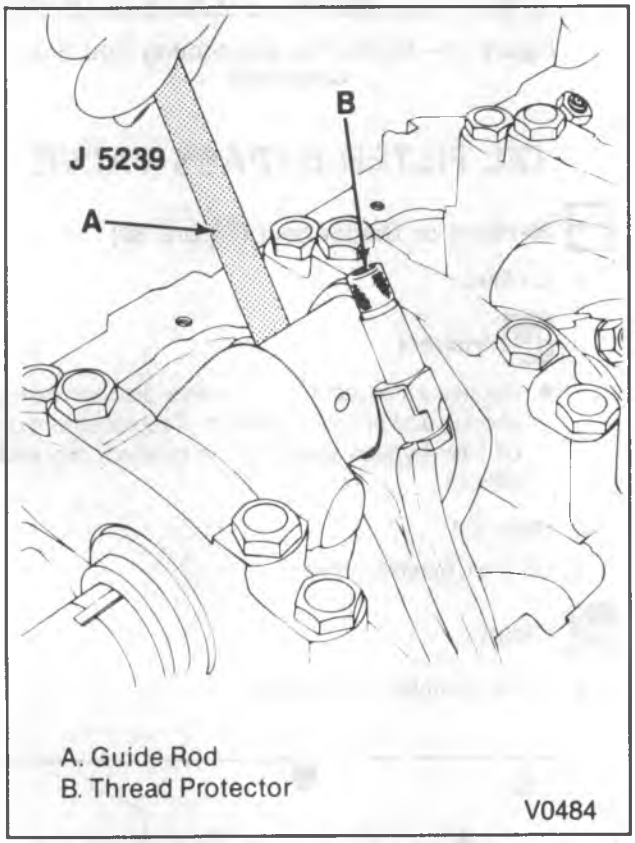
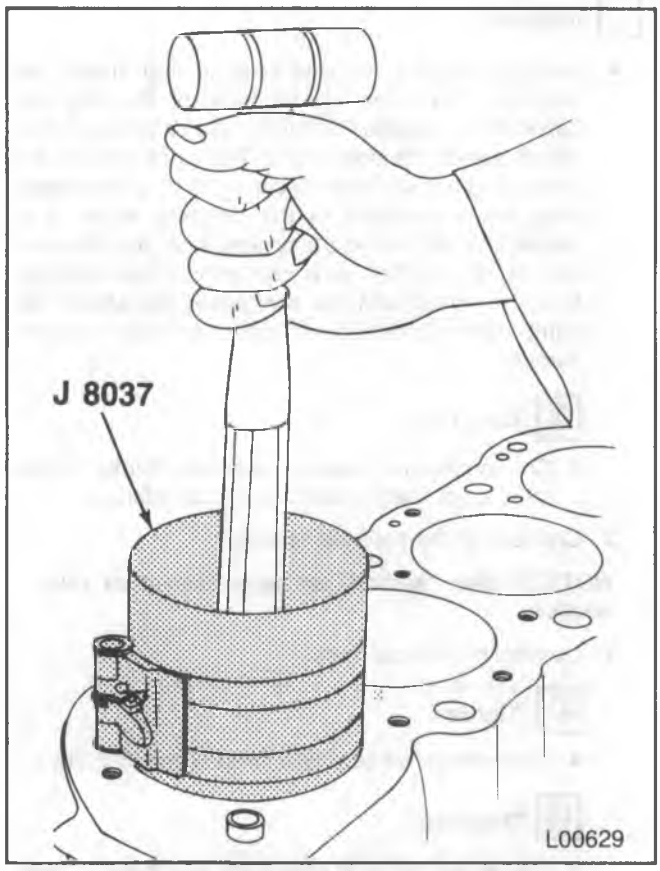

Figure 26—Replacing the Piston and Connecting Rod
Figure 28—Installing the Piston
Remove or Disconnect (Figure 26)
- Attach J 5239 to the connecting rod bolts (figure 26).
Install or Connect (Figures 26 through 29)
- Without disturbing the ring end gap location, install J 8037 over the piston (figure 28).
- Place the piston in its matching bore. The connecting rod bearing tang slots must be on the side opposite the camshaft. Using light blows with a hammer handle, tap the piston down into its bore (figure 28). At the same time, from beneath the vehicle, guide the connecting rod to the crankshaft with J 5239 (figure 26). Hold the ring compressor against the block until all rings have entered the cylinder bore.